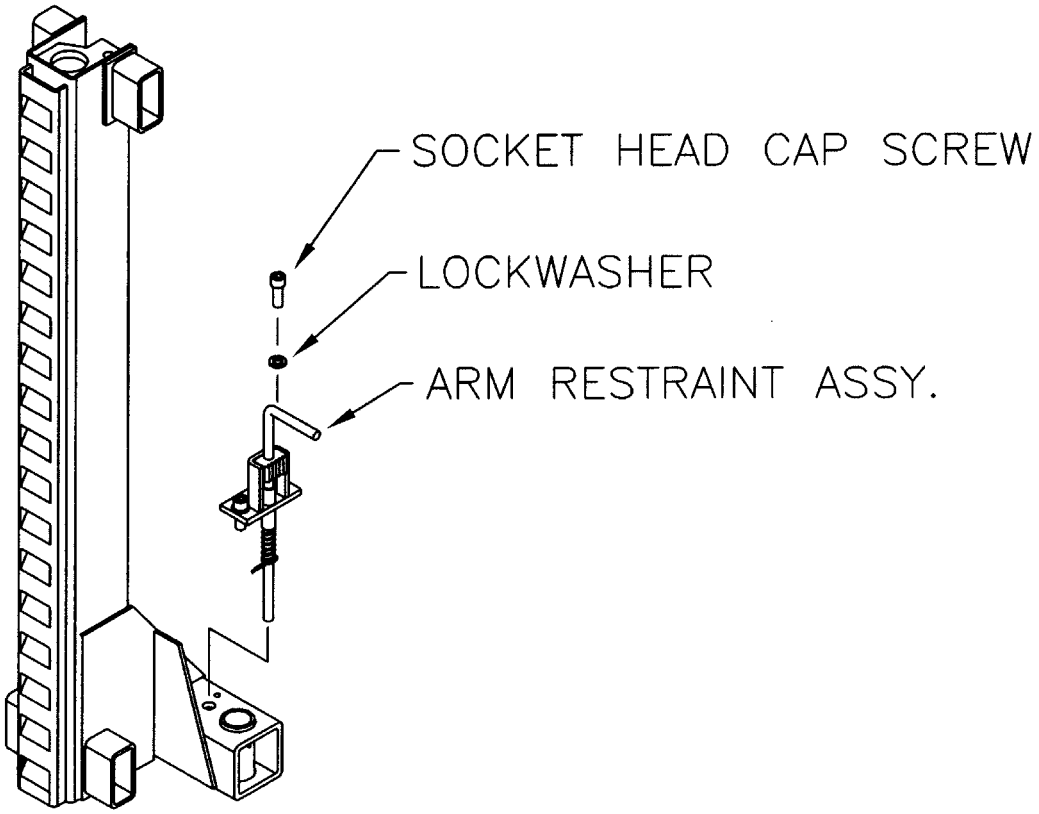

Figure 6 – Arm Restraint Installation
Using two (2) 3/8”-16UNC x 1” LG. socket head cap screws, and two (2) 3/8” ID lockwashers, install the arm restraint assemblies as shown in **Figure 6.** Before tightening completely, make sure that the arm restraint has full contact with the arm restraint gear by pushing it firmly against the arm.